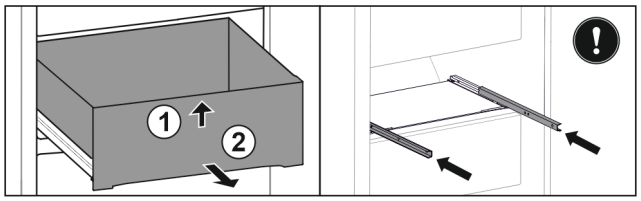

Fig. 36
▶ Lift up drawer at the front. *Fig. 36 (1)*
▶ Remove drawer to the front. *Fig. 36 (2)*